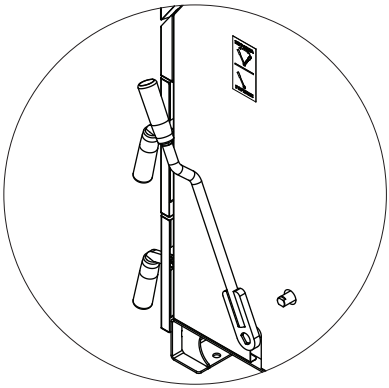

Рис.6 Положение рычага шуровочного механизма при работе котла
8.4.1. Откройте полностью заслонку (поз.18) на дымоходе и заверните до упора ручку регулировки поднятия заслонки (поз.14). Заполните топку котла растопочным материалом (бумагой, лучиной, сухими дровами). Перед розжигом убедитесь в правильности установки рычага шуровочного механизма (см. Рис.6) и шуровочной решетки. и в том, что зольный ящик пуст. Произведите розжиг растопочного материала через шуровочную дверцу (поз.13) и закройте дверцу.